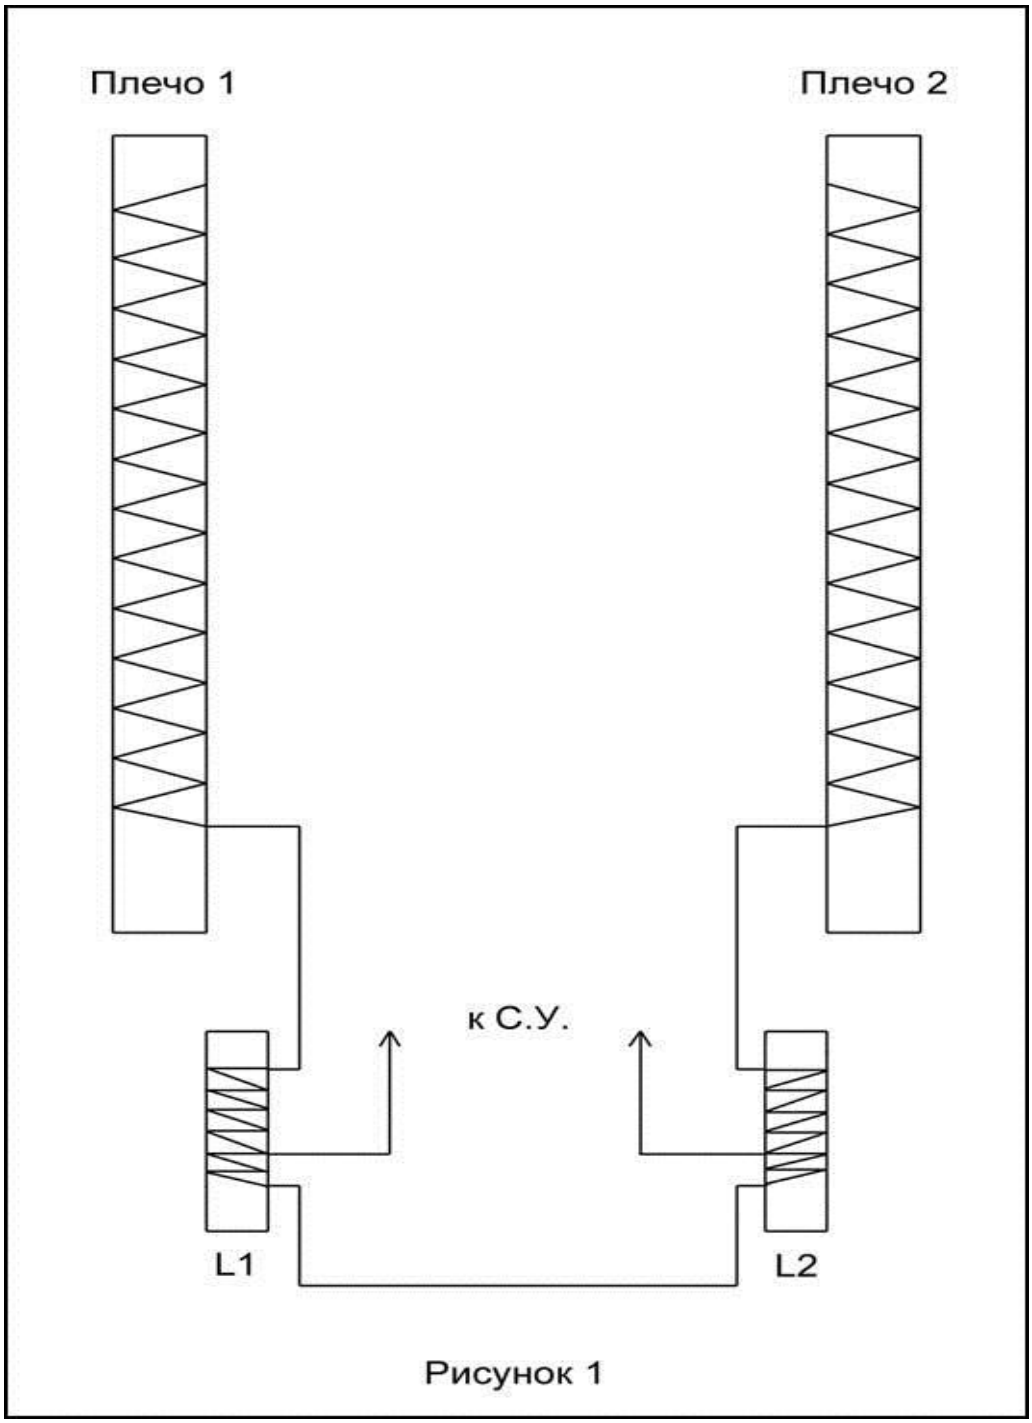

Рисунок 1
По различным обстоятельствам многие радиолюбители не имеют возможности установить на крыше дома полноразмерную антенну для работы на КВ диапазонах. Мною была изготовлена и опробована малогабаритная антенна на диапазоны **7. 10 и 14 мгц.** Эта антенна установлена на балконе 2-го этажа 5-ти этажного дома. Она представляет собой укороченный диполь с вертикальными плечами **(рисунок 1).**
3. Добавлен противовес, который подключается к С.У., рисунок 1. В качестве противовеса я использовал металлическое ограждение балкона.